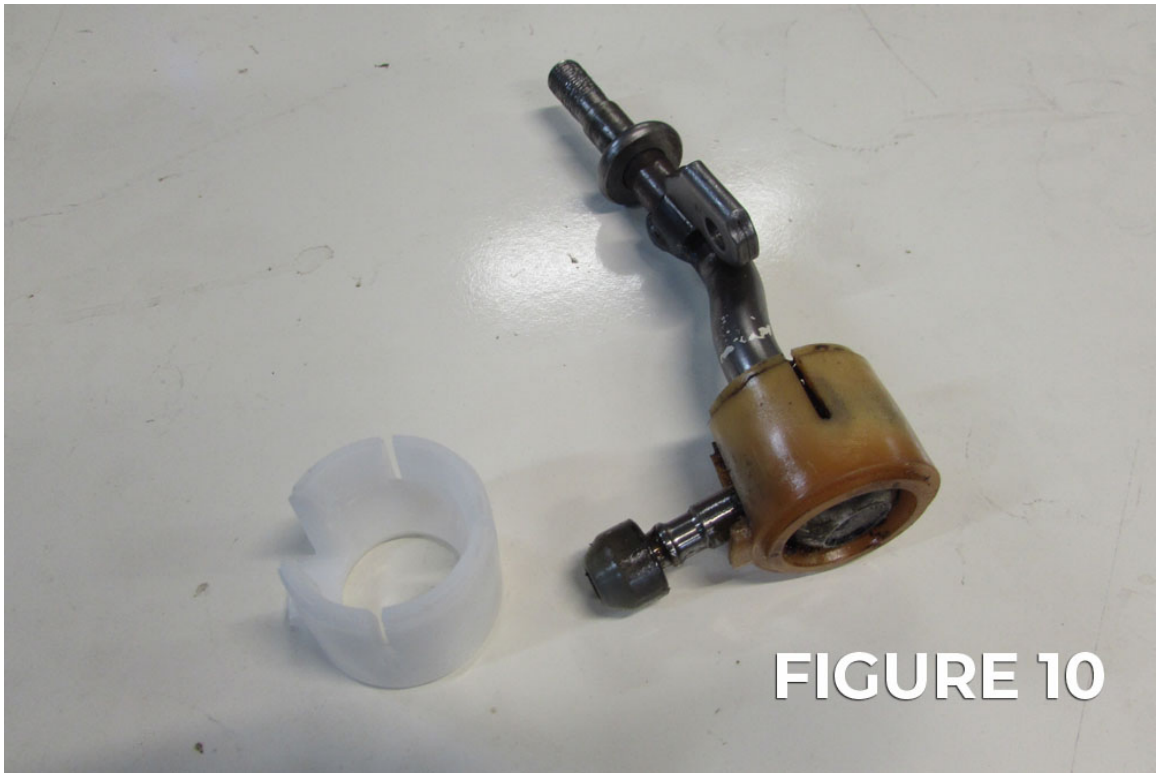

FIGURE 10
9. Remove shift lever from OEM shifter socket up. Replace plastic shifter bushing cup with supplied replacement. Removing the plastic cup requires a bit of force, it may not be removed easily. (Fig 10)